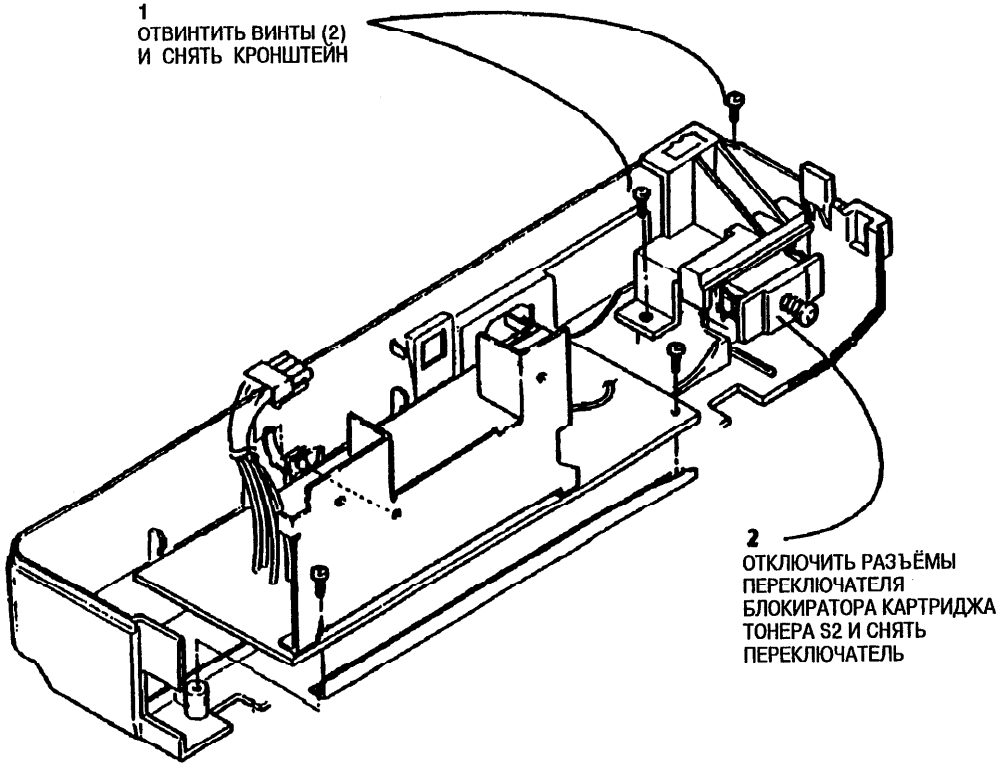

Рис. 1. Снятие переключателя блокировки (S2)
2. (Рис. 1): Снять переключатель блокировки картриджа тонера (S2).